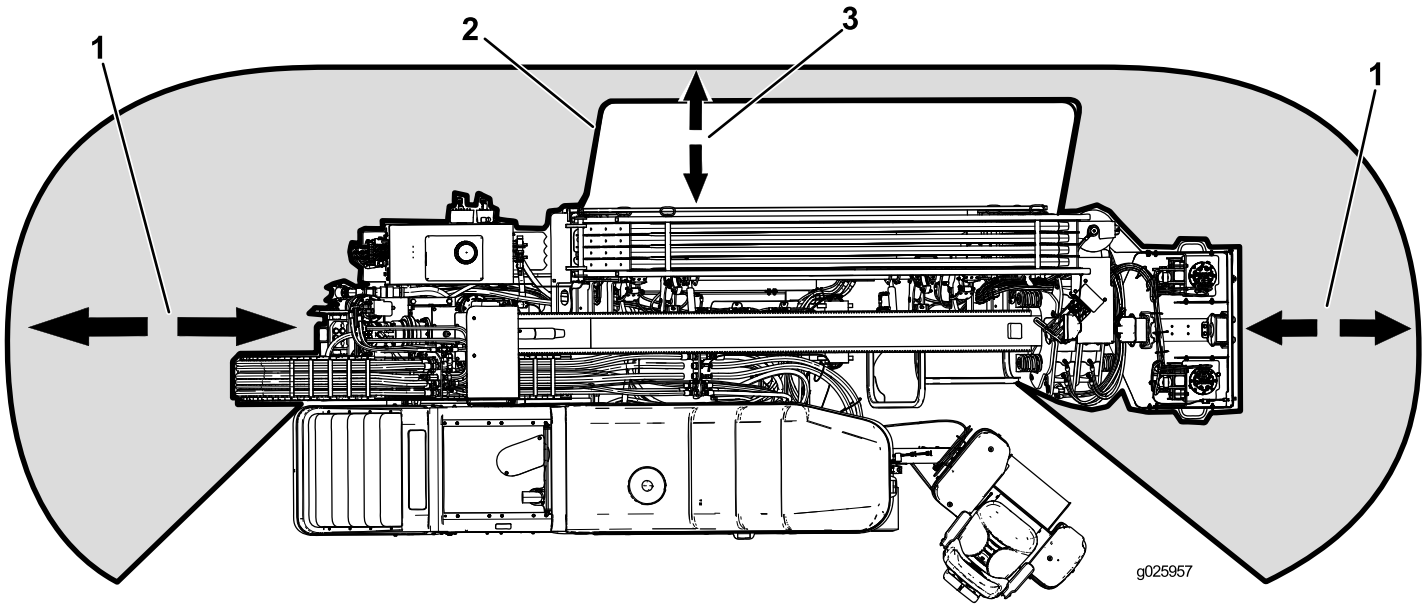

Rysunek 4
- Przed wierceniem obniżyć pręt chroniący pieszych (Rysunek 4).